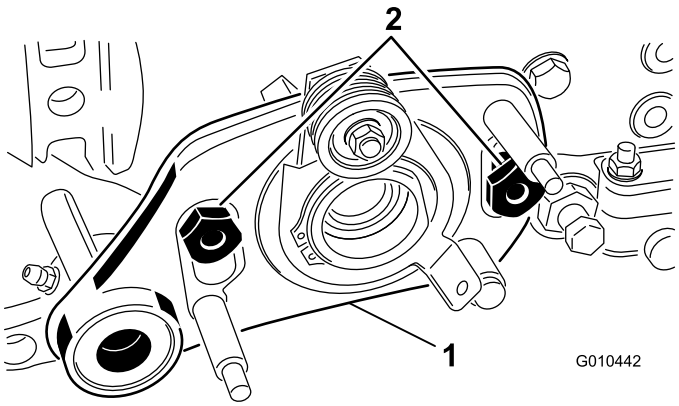

Figur 6
9. Sett det venstre drevet på boltene og fest med to skuldermuttere (Figur 6).